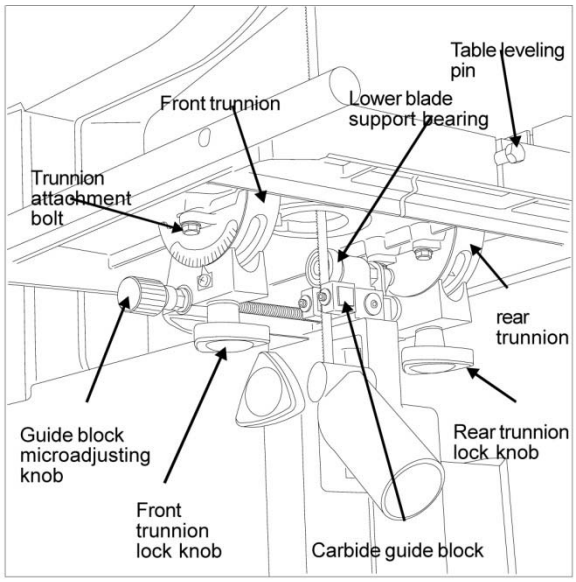

Figure 14: Lower Blade Guide Support – Front View
4. Remove table leveling pin. The pin has a tight push fit in its slot; it is not threaded. (Refer to Figure 14.